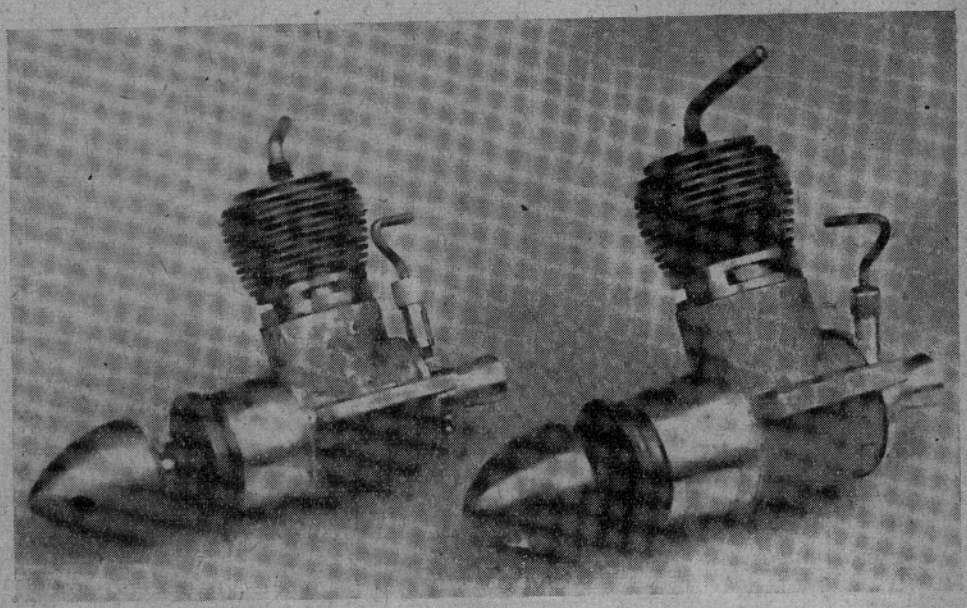

Rys. 23. Silniki modelarskie o zasysaniu membranowym
d) Rysunek 23 — zasysanie membranowe. Bardzo proste urządzenie polegające na tym, że wlot mieszanki regulowany jest zaworkiem sprężystym w postaci drgającej blaszki. Charakterystyczną cechą jest umieszczenie gaźnika na tylnej ściance karteru przeważnie w osi silnika. Osiągi podobne jak przy zasysaniu wałem i takież zastosowanie. Wadą jest pękanie i odginanie się membranki. Duża wrażliwość na zanieczyszczenia.